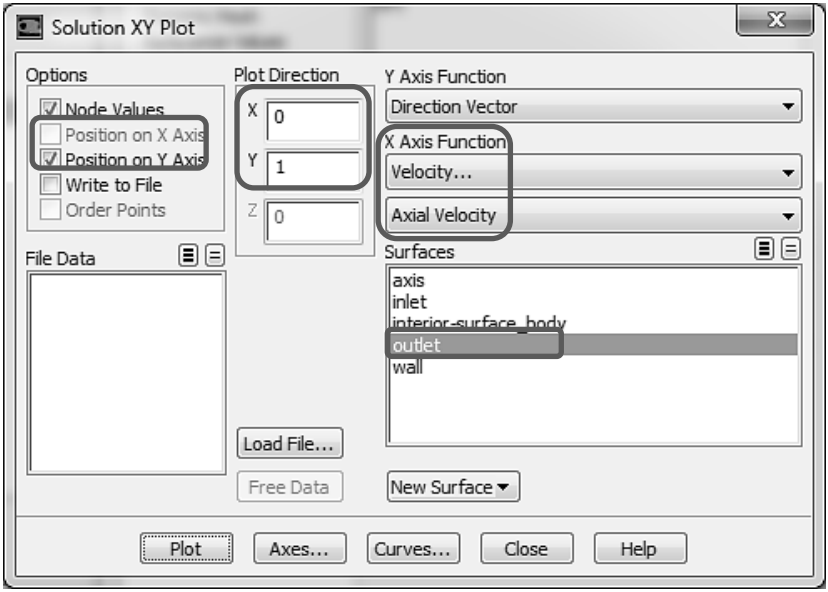

Рис. 67.
3) В окне Solution XY Plot настраиваем опции, как показано на рис. 67.
5) Для более наглядного представления полученного профиля скорости можно соединить точки линиями. Для этого в окне Solution XY Plot, рис. 67, следует нажать кнопку Curves… .